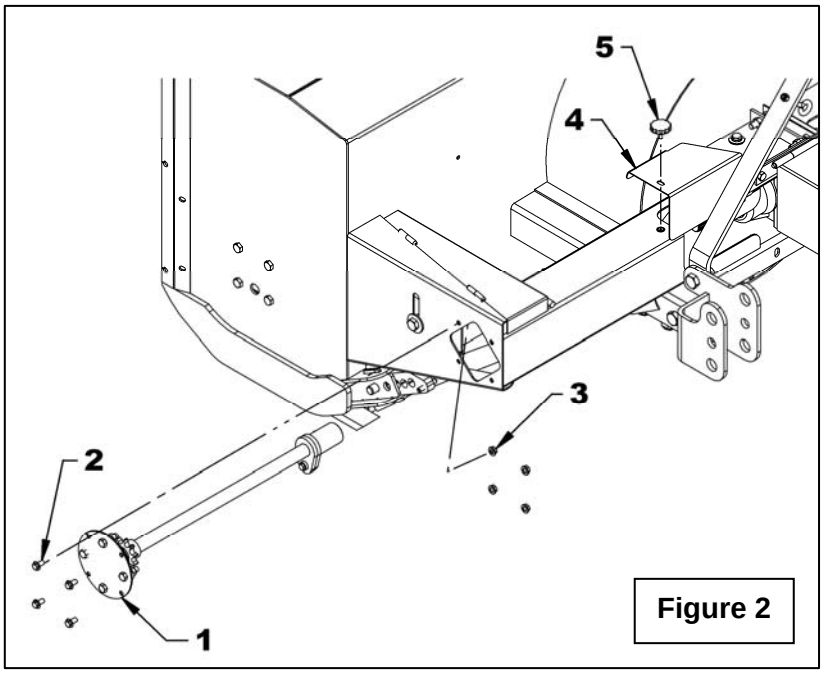

Figure 2
2. **Figure 2:** Enlever le garde arrière (item 4) en dévissant le bouton (item 5). Retirer l'arbre d'entraînement (item 1) en dévissant les quatre boulons (item 2) et écrous (item 3). Conserver ces boulons et écrous pour installation future.
7. **Figure 7:** Installer la plaque pré-assemblée (item 1) en alignant sur l'arbre rainuré de la boîte d'engrenage et fixer en place avec les quatre boulons à bride rainuré 3/8" NC x 3/4" lg. et écrous à bride rainuré récupérer à la figure 2. Serrer à 20 li-pi (27N-M). Réinstaller le garde chaîne arrière.